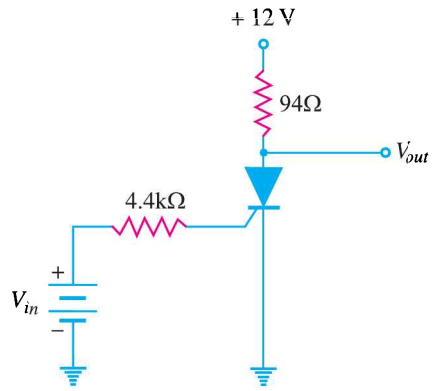

Fig. 20.31
6. In Fig. 20.31, if the trigger current of the *SCR* is 1.5 mA, what is the input voltage that triggers the *SCR*? Given $V_T = 0.7$V. **[7.3V]**